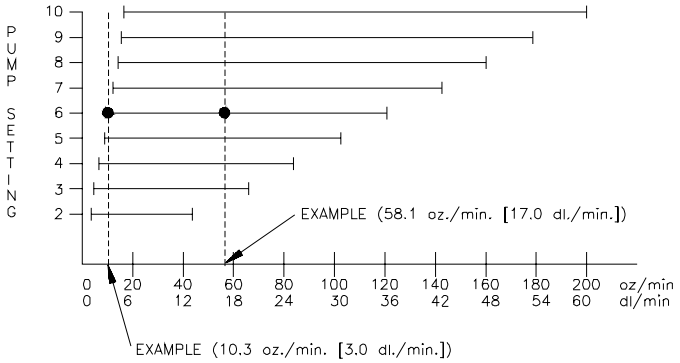
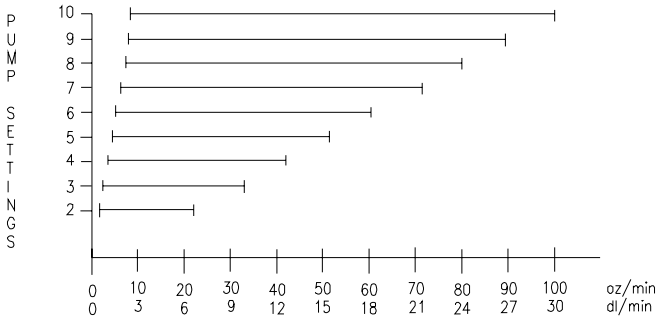
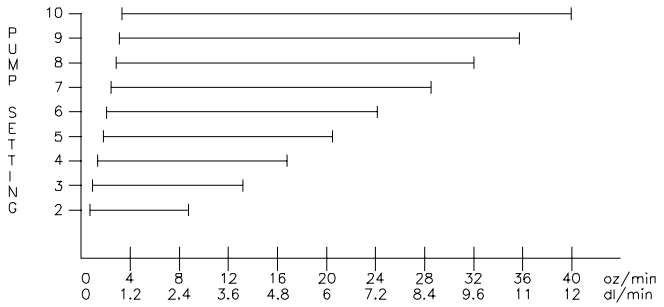

FIGURE 12A
FIGURE 12B
FIGURE 12C
The following procedure calculates the correct Pump Setting for Injection Pump. The High Volume Injection Module has an output range of 2.5 to 200 oz/min, use Figure 12A. The Low Volume Injection Module has an output range of 1.0 to 100 oz/min, use Figure 12B. The Ultra Low Volume Injection Module has an output range of .5 to 40 oz/min, use Figure 12C.
2) Locate the calculated MAXIMUM and MINIMUM oz/min [dl/min] on the horizontal line of Pump Chart. (See Figures 12A, 12B & 12C).